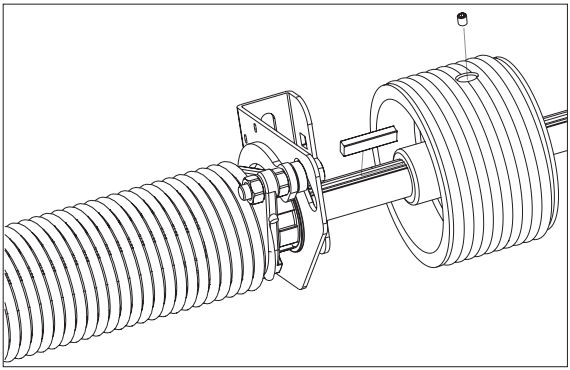

*Рис.26.1*
- После закрепления нижних кронштейнов на секции полотна ворот следует установить шпонку и зафиксировать положение барабана, затянув установочный винт (рис.26.1).